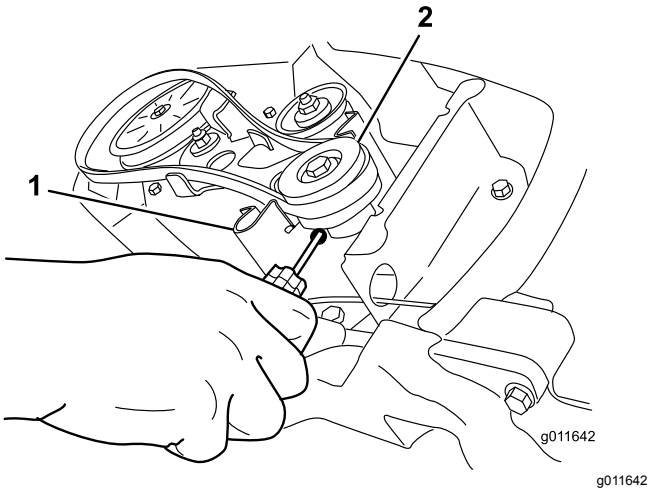

Bild 27
5. Stecken Sie einen Schraubenzieher in das Loch in der Riemenführung, wie in Bild 27 abgebildet, und biegen Sie die Riemenführung so weit zur Rotor-Riemenscheibe, dass Sie den Riemen durch das Loch ziehen können.